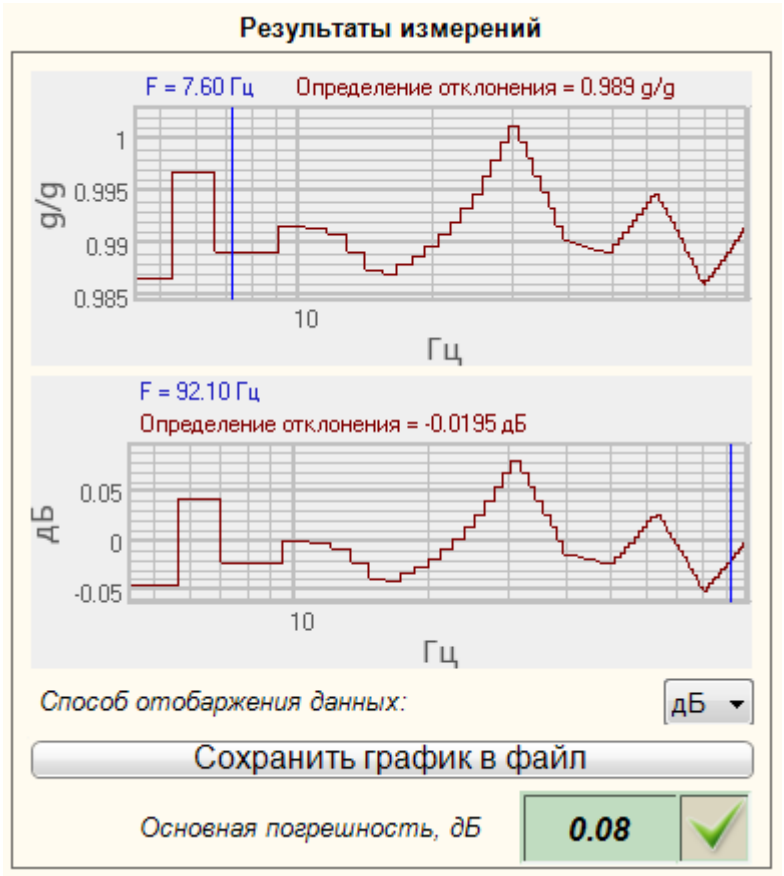

Рисунок 5.13 – Результаты измерения в частотном диапазоне
По результатам каждого измерения рассчитывается коэффициент преобразования по формуле (1). Для каждой частоты определяется основная погрешность вибропреобразователя (δfi) в процентах по формуле (3) и строятся графики «K(F)» и «Отклонение K(F)» (Рисунок 5.13).